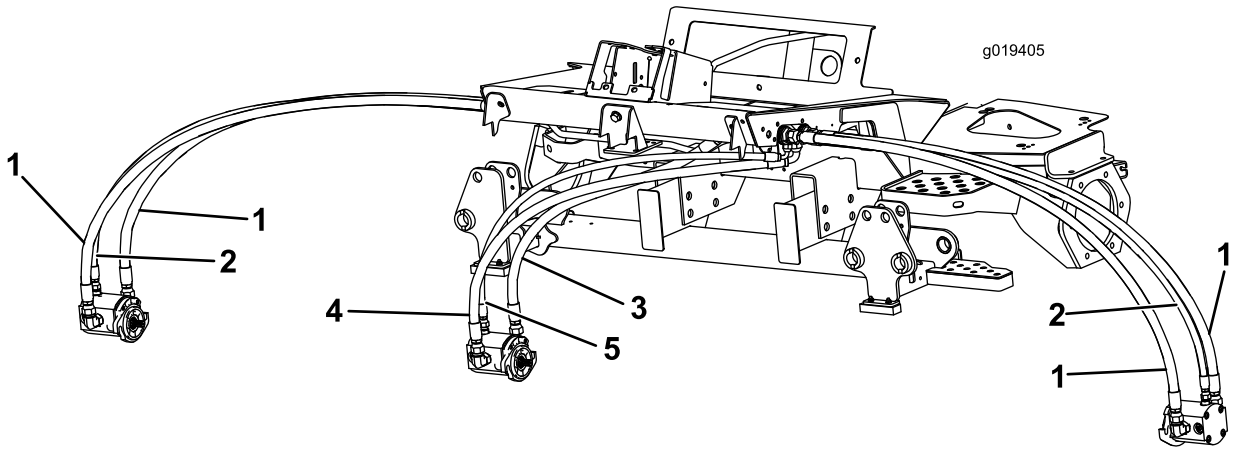

Figura 1
2. Rimuovete e sostituite i flessibili dell'apparato di taglio anteriore. Il numero di catalogo di ogni nuovo flessibile è riportato in Figura 1.